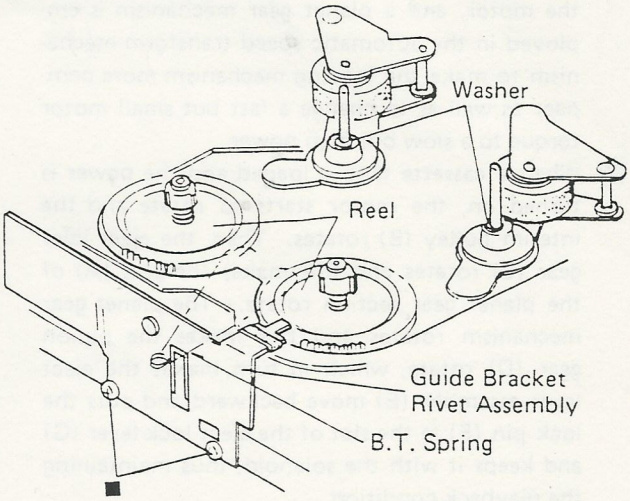

Figure 23
NOTE: The washers shown in Figure 23 are taken off together with the flywheel, be sure not to lose them.
(3) Remove two screws marked " ■ " to take off the guide bracket rivet assembly shown in Figure 23.
(4) Remove a B.T. spring from the reels to take off the reel mounting bracket assembly shown in Figure 23.